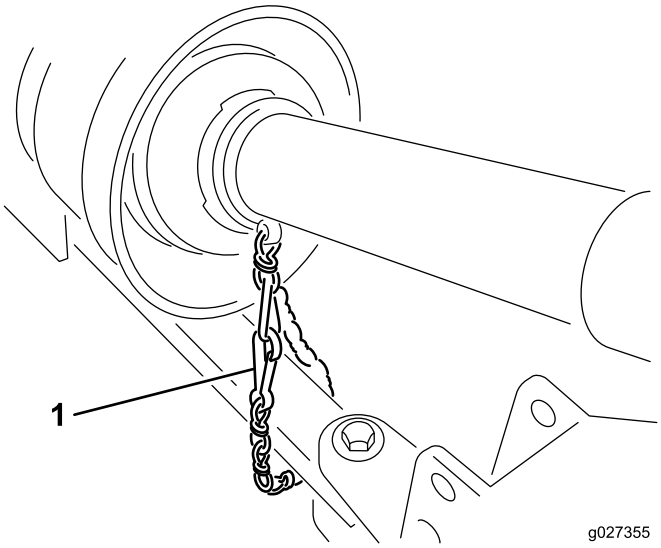

Figur 8
5. Koble verneplatens sikkerhetskjetting til traktoren (Figur 8).